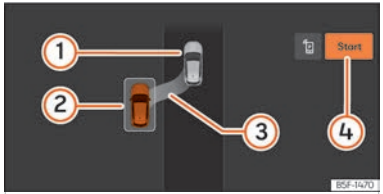
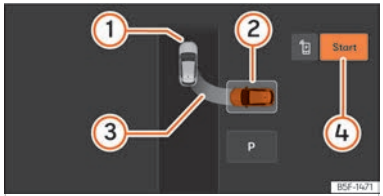

Fig. 154 A la pantalla del sistema d'Infotainment: posició per aparcar en línia.
Fig. 155 A la pantalla del sistema d'Infotainment: posició per aparcar en bateria.
① Vehicle propi
② Espai buit detectat
③ Indicació de la maniobra proposada per aparcar
④ Inicieu la maniobra d'aparcament
- Mireu la visualització de la pantalla del quadre d'instruments si s'ha detectat l'espai en qüestió com a "apropiat" i si s'ha arribat a la posició correcta per aparcar-hi ››› fig. 154, ››› fig. 155. L'espai es considera "apropiat" si a la pantalla del quadre d'instruments hi apareix la indicació d'aparcar ③.